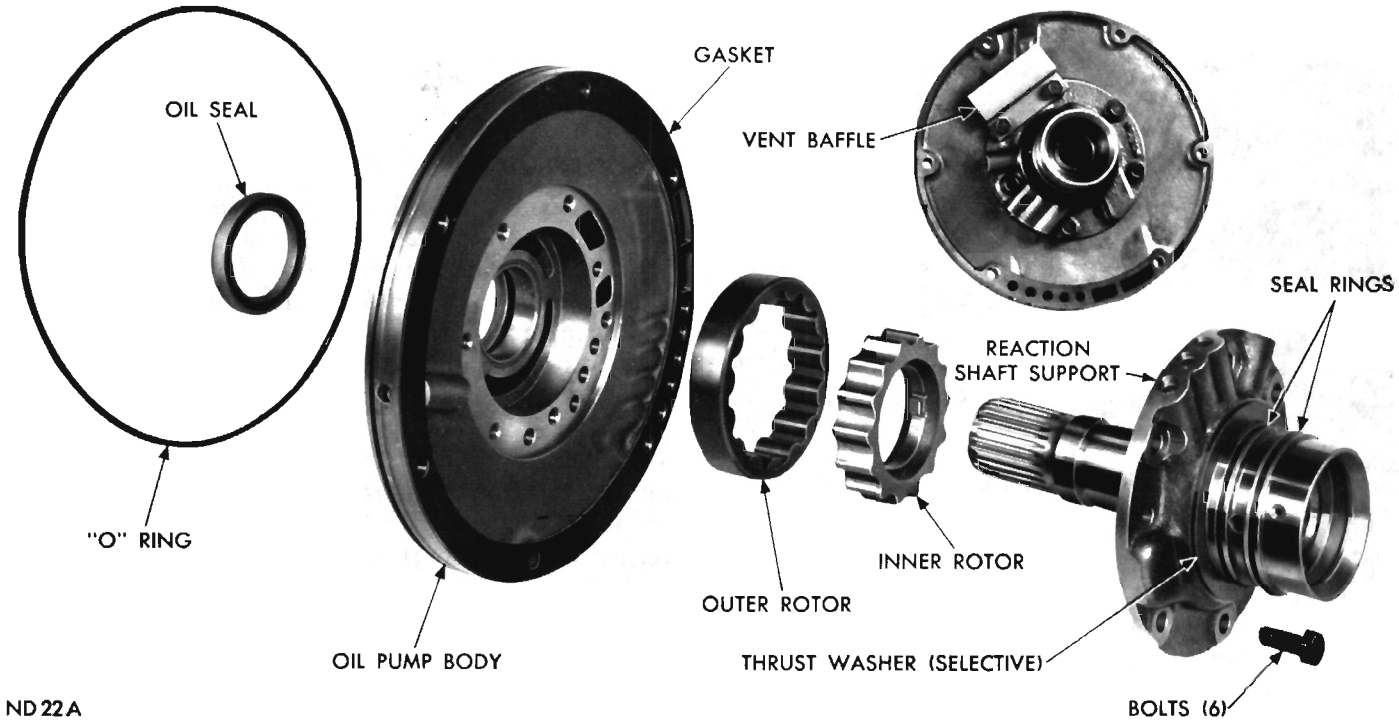

Fig. 63—Oil Pump and Reaction Shaft Support (A-727)
Figure 63 shows the oil pump and reaction shaft support disassembled.
Inspect interlocking seal rings (Fig. 63) on reaction shaft support for wear or broken locks, make sure they turn freely in the grooves. Do not remove rings unless conditions warrant. Inspect machined surfaces on pump body and reaction shaft support for nicks and burrs. Inspect pump body and reaction shaft support bushings for wear or scores. Inspect pump rotors for scoring or pitting. With rotors cleaned and installed in pump body, place a straight edge across face of rotors and pump body. Use a feeler gauge to measure clearance between straight edge and face of rotors. Clearance limits are from .0015 to .003 inch. Also, measure rotor tip clearance between inner and outer teeth. Clearance limits are from .005 to .010 inch. Clearance between outer rotor and its bore in oil pump body should be .004 to .008 inch.
(1) Assemble pump rotors in the pump housing (Fig. 63).
(2) Install reaction shaft support and position vent baffle over vent opening. Install retaining bolts and tighten to 150 inch-pounds.
(3) Place a new oil seal in opening of pump housing (lip of seal facing inward) using Tool C-3860 drive seal into housing until tool bottoms.